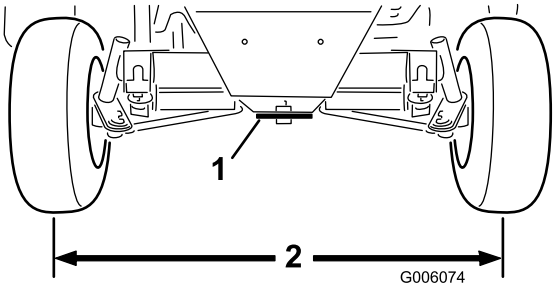

**Figur 58**
2. Lossa kontramuttern på bägge dragstängerna. Justera bägge dragstängerna tills avståndet från mitt till mitt framtill och baktill på bakhjulen är detsamma (Figur 58).